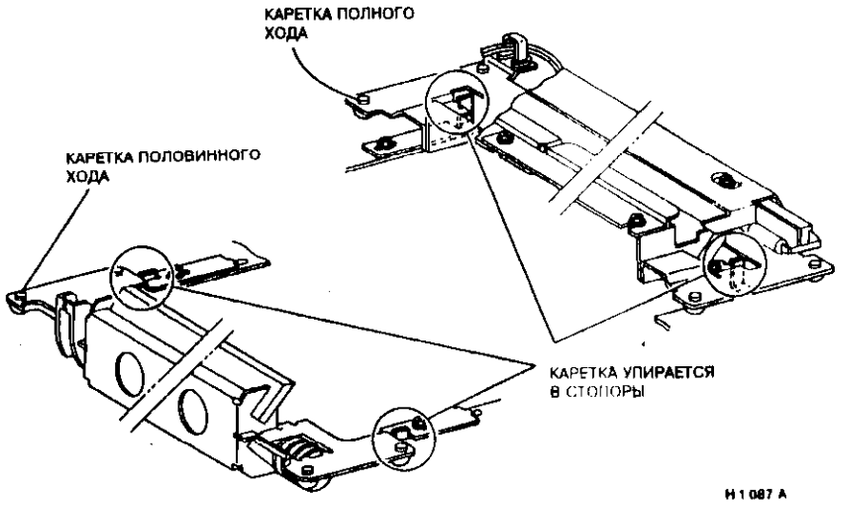

Рисунок 2. Проверка положения кареток
3. (Рисунок 2) Проверьте, что каретки полного и половинного хода упираются в стопоры спереди и сзади.